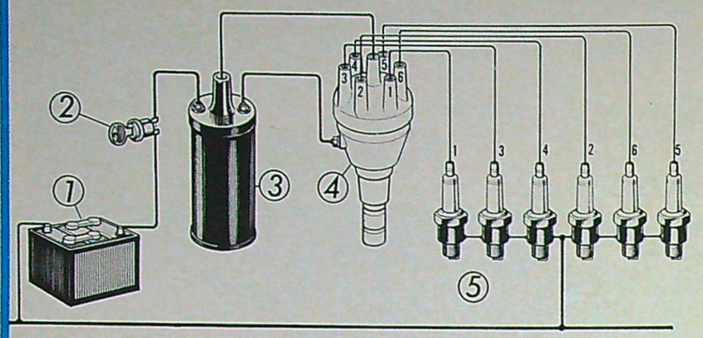

Fig 1 Batteritändningssystem — förenklat — med de olika komponenterna inritade. Endast en ledare behövs, eftersom hela systemet är "jordat" i motorgodset.
Fig 2 Figuren visar komponenterna i fig 1 i form av symboler. Batteriet (1) matar alltså ström via tändningslåset (2) till tändspolens (3) sekundärlindning (kraftigt markerad zig-zag-linje). Strömmen bryts i korta strömstötar via brytarspetsarna (4), varvid högspända strömstötar induceras i tändspolens sekundärlindning (zig-zag-linje med fin markering). De högspända strömstötarna matas via fördelaren (5) till tändstiften (6), allt i takt med motorvarvet. Såväl brytarspetsar som fördelarens rotor är kopplad direkt till motoraxeln. Kondensatorn (7) är till för att ge en snabb och intensiv strömstöt och för att förhindra ljusbåge mellan spetsarna.
Strävandena mot ökad effekt och lägre vikt genom högre varvtal och gastryck och fler cylindrar ställde också större krav på tändningen. En av lösningarna var "tändkulan" (fig 1) för insprutningsmotorer, en konstruktion som fortfarande förekommer i moderniserad version i speciella sammanhang. Men för förgasarmotorn, där den lättantändliga "gasen" fanns i cylindern under hela kompressionsslaget, dög den inte, främst genom att tändningen inte kunde kontrolleras.